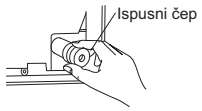

Fig. 1
1) Postavite cevi za rashladnu tečnost i odvodno crevo zajedno, zatim čvrsto postavite filcanu traku (4) od kraja. Širina preklapanja filcane trake (4) treba da iznosi 1/3 širine trake. Koristite trakasti graničnik na kraju filcane trake (4).
2) Izvucite ispusni čep sa zadnje desne strane unutrašnje jedinice. (Fig. 1)